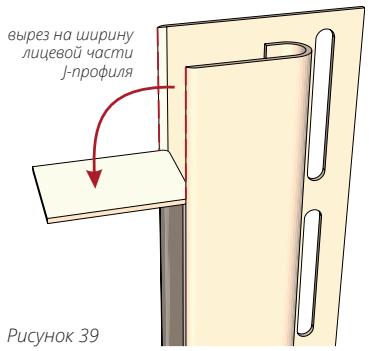

Рисунок 39
**14.3** Для соединения двух профилей под углом 90° – вариант №2. Сделайте подрез J-профиля который должен монтироваться верхним согласно рис. 39.